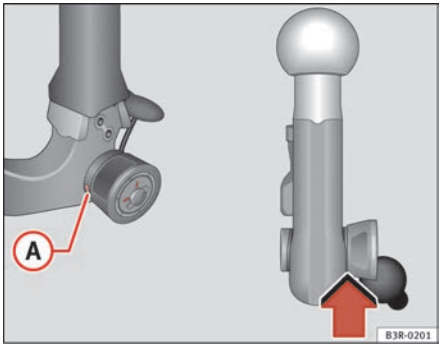

Fig. 162 Removable towing bracket: Safety check
– Check that the green marking (A) ⇒ page 200, fig. 162 on the knob is inside the black zone marked on the ball joint.